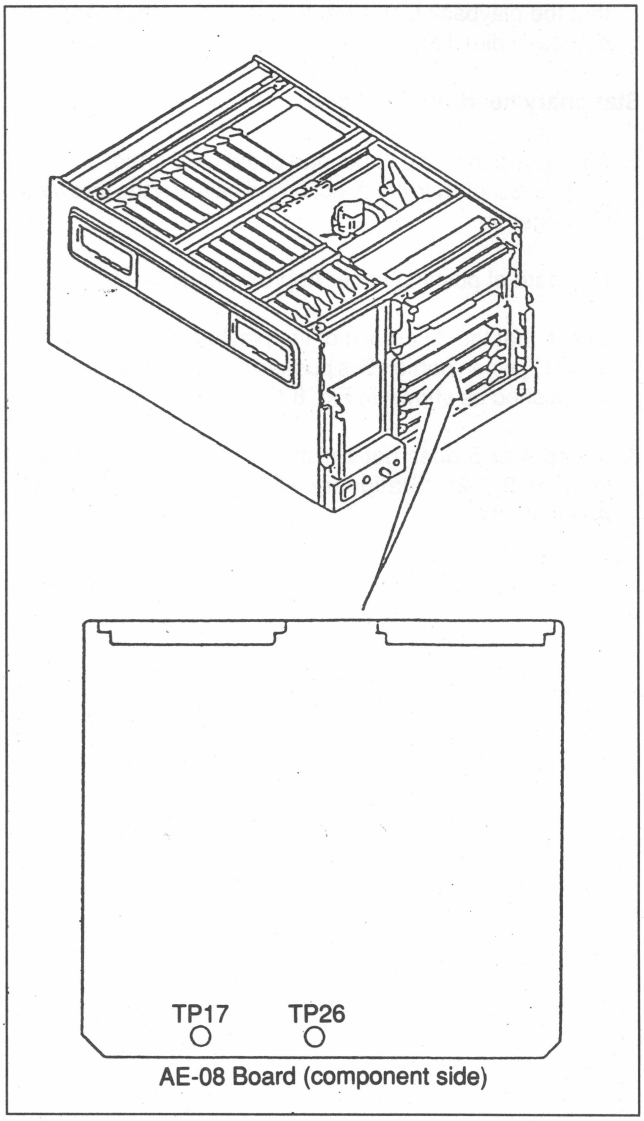

Fig. 8-6-1. Oscilloscope Connection
2. Connect TP17 and TP26 on the AE-08 board to CH1 (TP17) and CH2 (TP26) of an oscilloscope. (Refer to Fig. 8-6-1.)